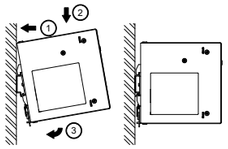
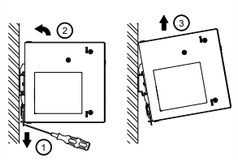

Figure 2
Figure 3
3. Montage und demontage (Abb. 2, Abb. 3)
1. Kippen Sie das Gerät leicht nach oben und setzen Sie es auf die DIN-Schiene auf. Einrasten des Geräts in DIN-Schiene, wie in Abb. 2 dargestellt.
5. Ziehen Sie zur Demontage den Einrasthebel mit einem Schraubendreher nach unten, wie in Abb. 3 dargestellt. Kippen Sie das Netzteil in die entgegengesetzte Richtung nach oben, klinken Sie den Einrasthebel aus und nehmen Sie das Netzteil nach oben von der DIN-Schiene ab.